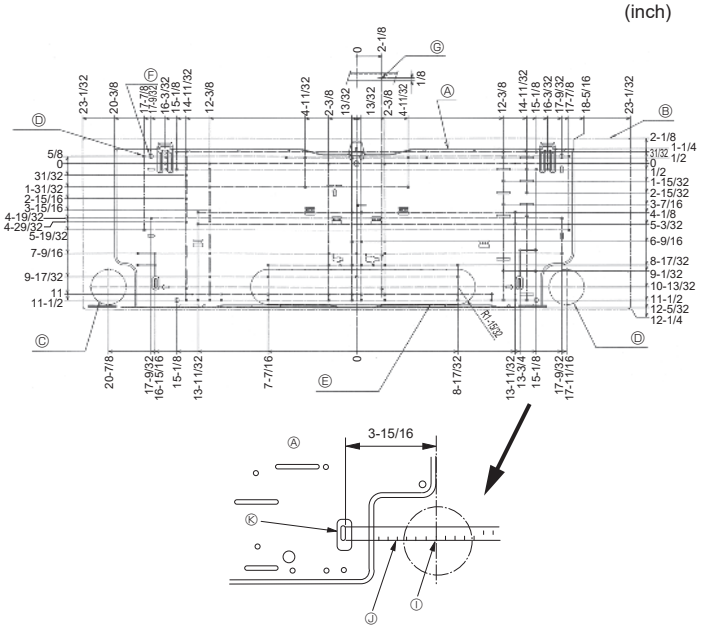

Fig. 3-2
3.2.1. Installation de la structure de montage mural et mise en place des tuyaux (Fig. 3-2)